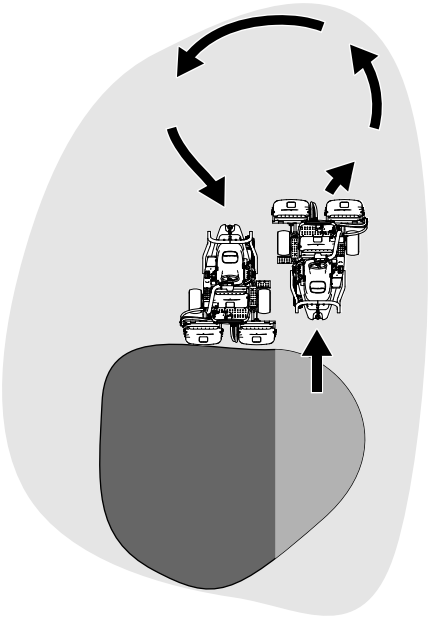

Rysunek 22
6. Aby skrócić czas pracy i ułatwić sobie przejście do kolejnego przejazdu, wykonaj chwilowy skręt maszyny w przeciwnym kierunku, następnie skręt w kierunku nieskoszonej części; skręt o kształcie łzy (Rysunek 22) dla szybkiego ustawienia się na kierunku kolejnego przejazdu.